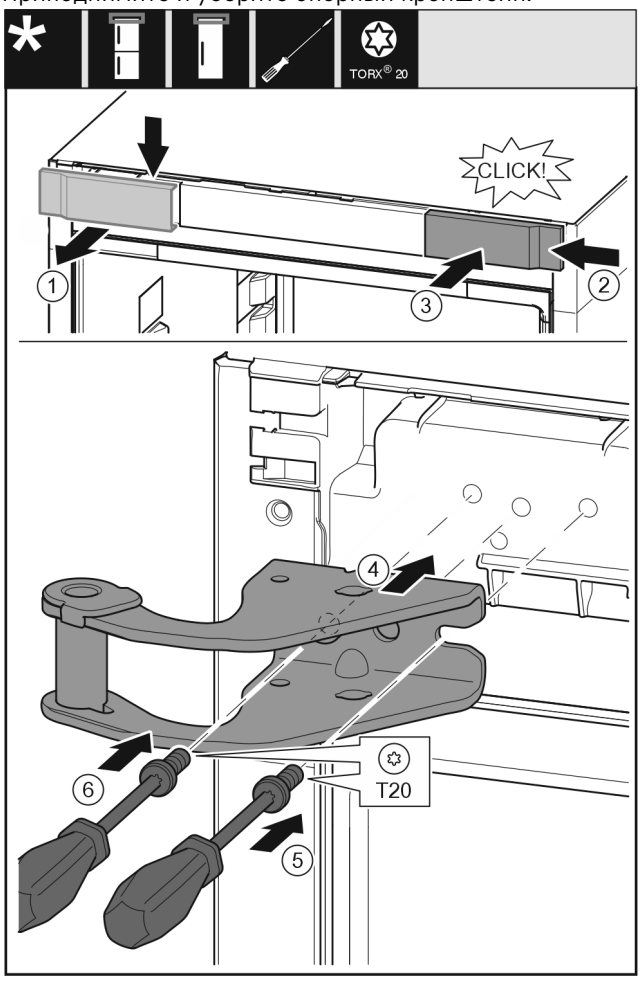

Fig. 9
▶ Снимите крышку сверху вперед. *Fig. 9 (1)*
▶ Навесьте крышку, повернув ее на 180°, справа с другой стороны. *Fig. 9 (2)*
▶ Зафиксируйте крышку. *Fig. 9 (3)*
▶ Установите верхний опорный кронштейн. *Fig. 9 (4)*
▶ Установите и затяните винт отверткой T20. *Fig. 9 (5)*
▶ Вставьте и затяните винт отверткой T20. *Fig. 9 (6)*